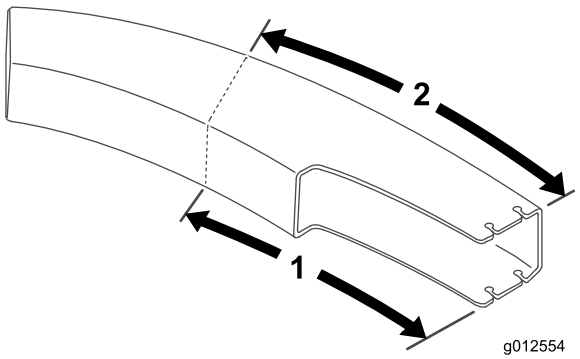

Figur 28
1. Bruk dimensjonene vist i Figur 28 til å merke rammen ved hjelp av et målebånd.